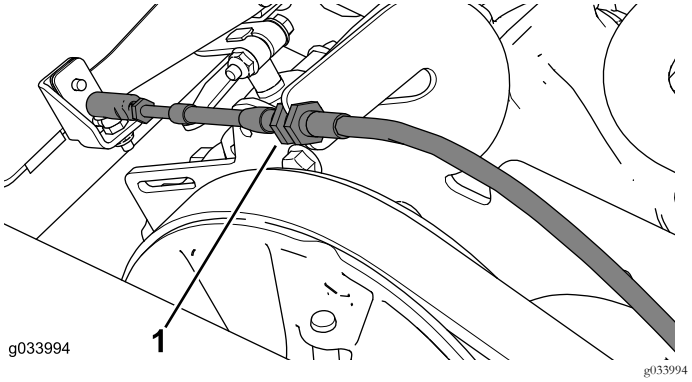

Figuur 10
4. Ontkoppel en verwijder de schakelkabel van de beugel van de schakelkabel (Figuur 10).